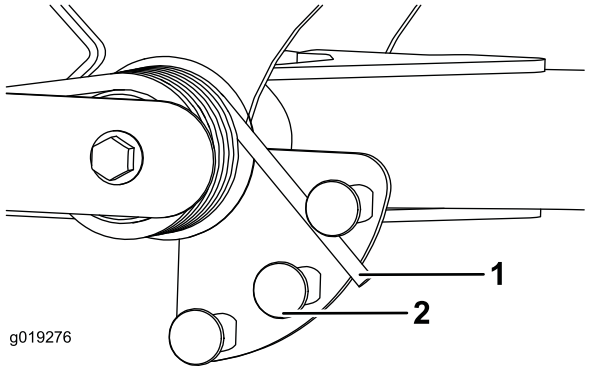

**Figuur 33**
2. Breng een buis of vergelijkbaar voorwerp aan over het lange veeruiteinde en draai ze rond de actuator van de veer tot de gewenste stand (Figuur 33).